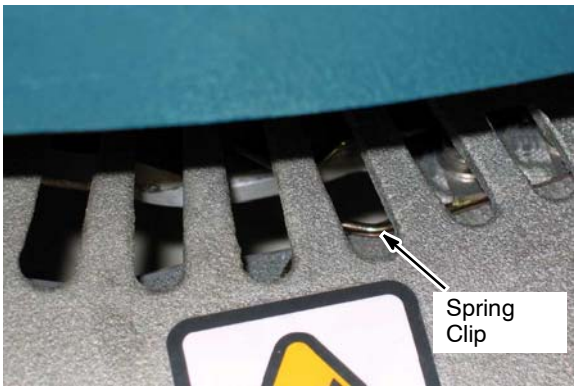

FIG. 10
4. Turn the brush motor hub until the slot with the spring clip is visible through the scrub head window (Figure 10).